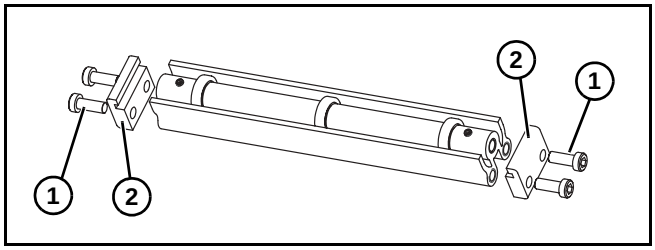

Figure 13
1. Locate return rollers. Exploded view shown in **Figure 13**.
2. Remove screws **(Figure 13, item 1)** and clips **(Figure 13, item 2)** from roller assembly.